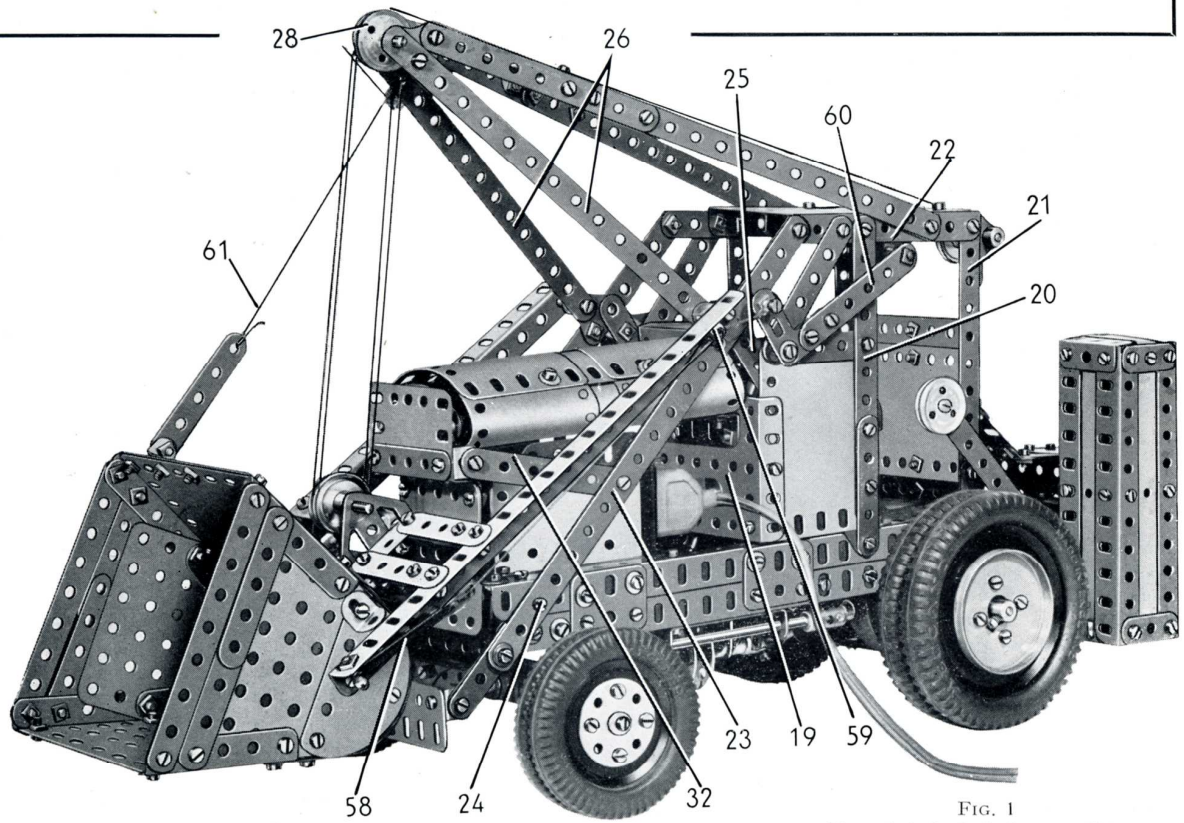

FIG. 1
Le devant de la cabine se construit en boulonnant une plaque à rebords de 9×6 cm. (19) (fig. 1) sur une cornière de 7 trous fixée au travers du châssis. Une plaque flexible de 9×6 cm. est fixée sur chaque rebord de la plaque à rebords, et elle est bordée au sommet par une bande de 5 trous et sur son bord arrière par une bande (20) faite d'une bande de 11 trous et d'une de 5 trous qui se recouvrent sur 4 trous.
Détails de la flèche (Fig. 1, 4 et 7)